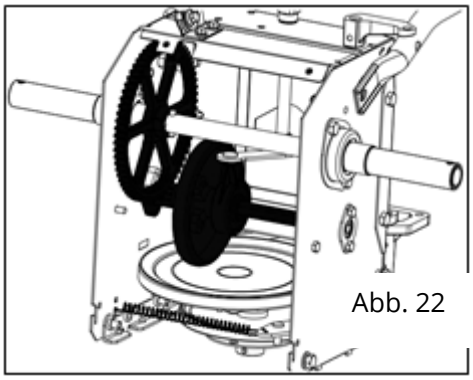

Abb. 22
2) Tragen Sie eine dünne Schicht Universalfett auf die Welle auf. Siehe Abbildung 22.